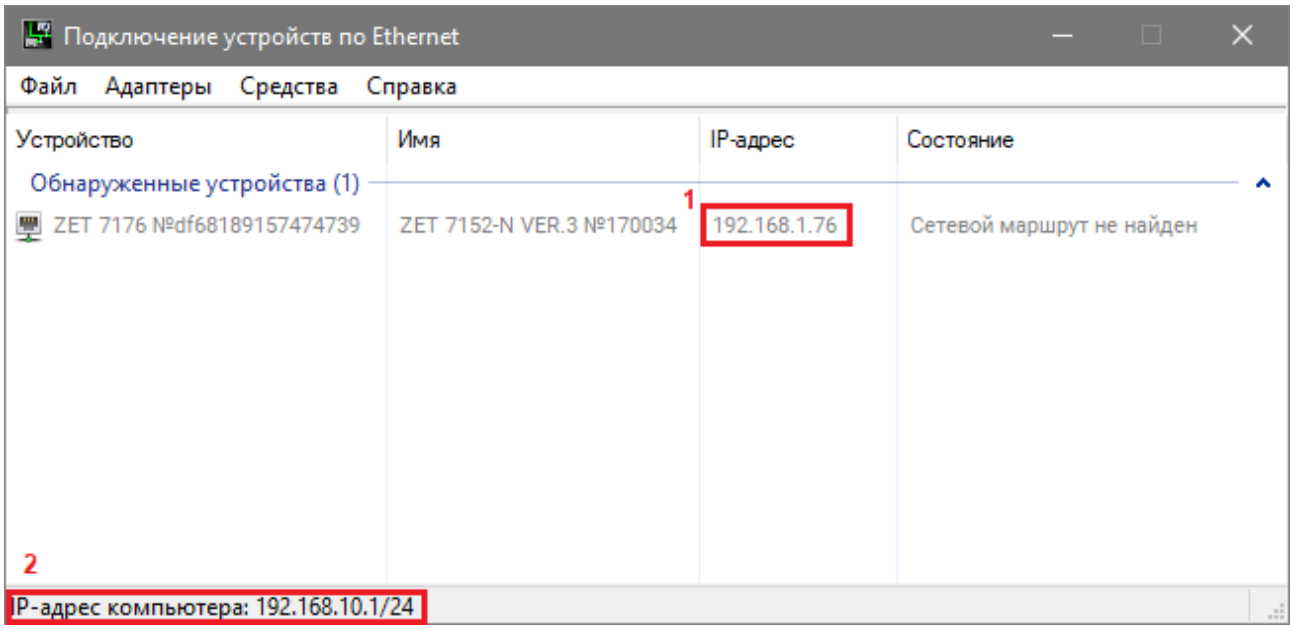

Рис. 4.1 Окно «Подключение устройств по Ethernet»
Для проверки IP-адреса виброметра на панели *ZETLAB* в меню «Сетевые программы» активируйте программу «Подключение устройств по Ethernet». В открывшемся окне программы «Подключение устройств по Ethernet» в столбце «IP-адрес» (1) указан сетевой адрес виброметра (*Рис. 4.1*). Сетевой адрес компьютера отображается в нижней части окна программы «Подключение устройств по Ethernet» (2).